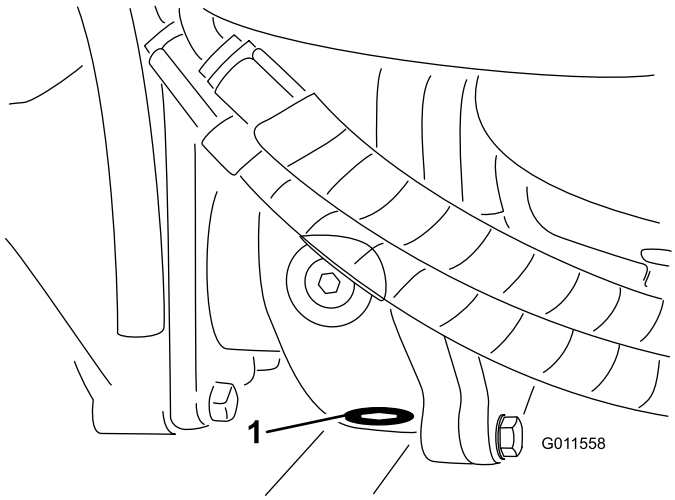

Figuur 63
5. Reinig de omgeving van de aftapplug onderaan de tandwielkast (Figuur 63).